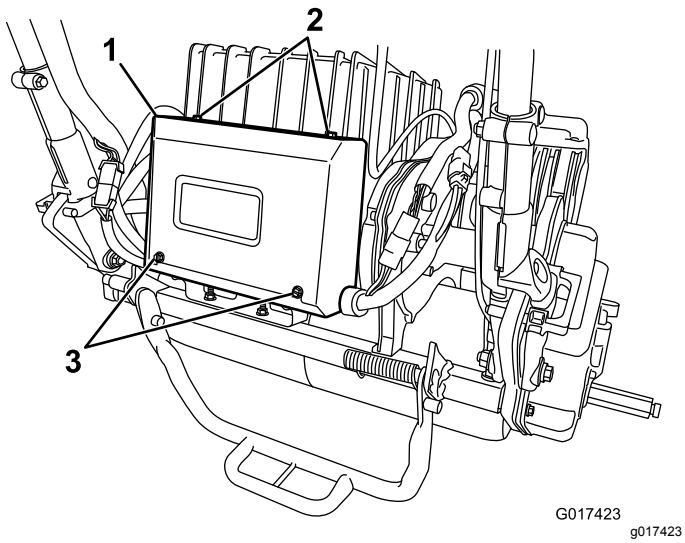

Figur 41
2. Ta bort de två bakre skruvarna från den elektriska lådan, lossa de två övre skruvarna och ta bort luckan till lådan (Figur 41).